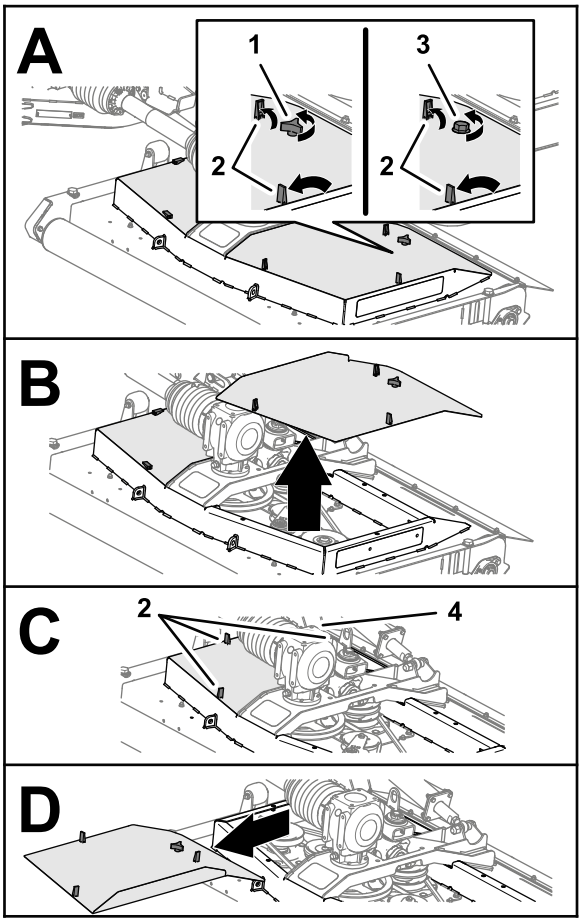

Figur 40
1. Frigjør de tre låsene som fester dekselet til klippeenheten (Figur 40).
2. Løsne knotten eller bolten (klippeenhet for CE-gressklipper) som fester dekselet for klippeenheten til klippeenheten (Figur 40)
4. Gjenta trinnene 1 og 2 for det andre dekselet (Figur 40).